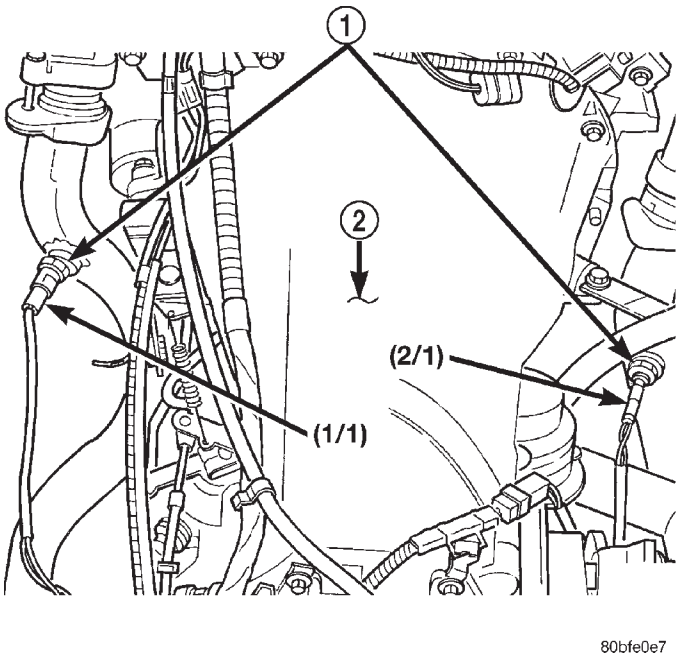
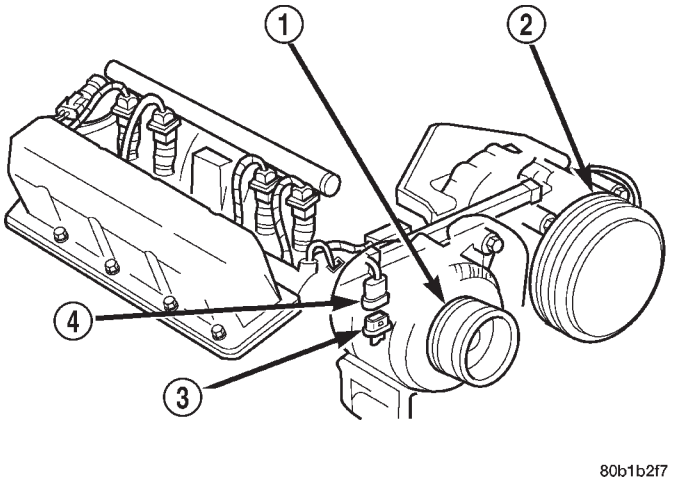
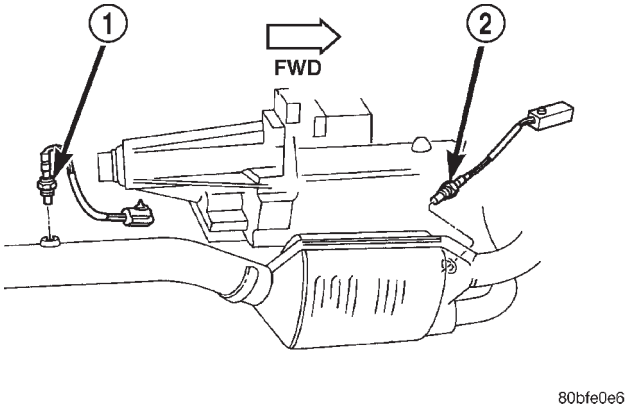
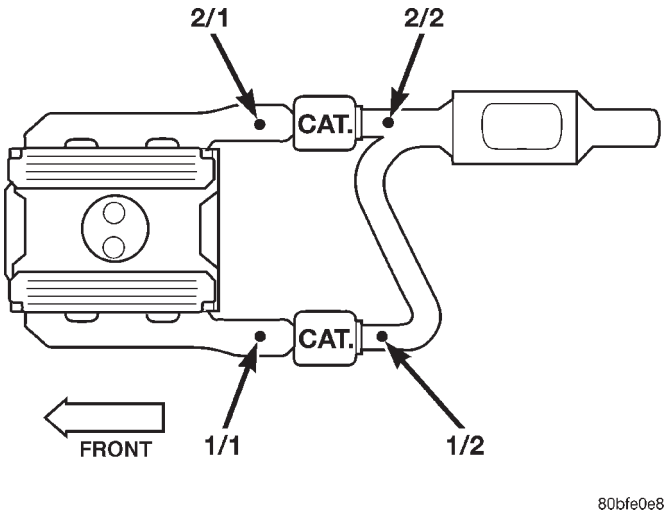

Fig. 9 Left/Right Oxygen Sensors—HDC Engines
Fig. 8 Engine Coolant Temperature
Fig. 10 Pre-Catalyst/Post-Catalyst Sensors
Fig. 11 Oxygen Sensors
(19) Verify that wire harness connector is firmly connected to the engine coolant temperature sensor (Fig. 8).
(20) Raise and support the vehicle.
(21) Verify oxygen sensor wire connectors are firmly connected to the sensors. Inspect sensors and connectors for damage (Fig. 9), (Fig. 10) or (Fig. 11).